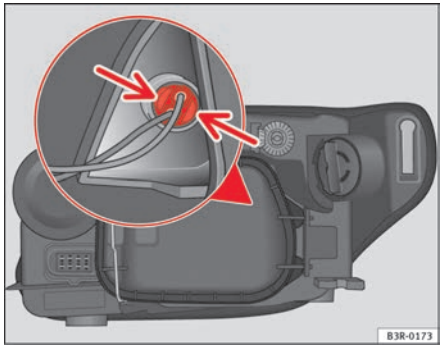

Fig. 207 Side light bulb (outside of vehicle)
– Gently press on the bulb holder tabs ⇒ fig. 207 and pull the cover upwards (it can also be removed by pulling on the bulb holder wires).